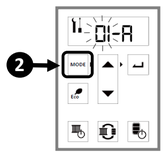

Fig 6. "Mode" Button
2. Press the "Mode" button on the controller (Fig 6).